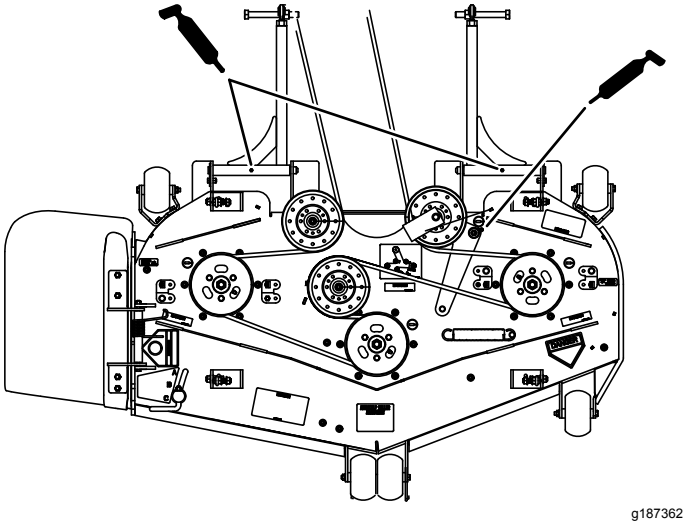
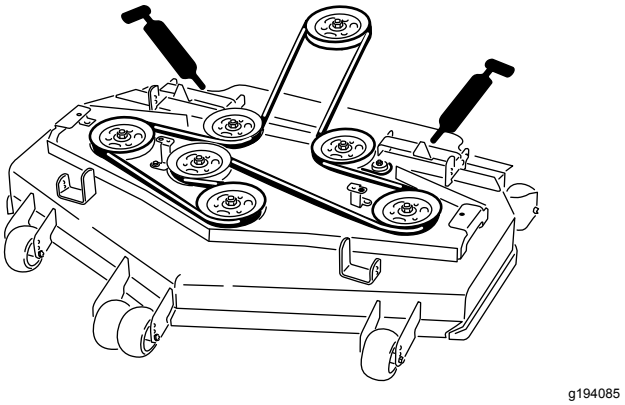

Figur 51
Figur 52
6. Smør lederullarmen på klippeenheten (Figur 51).
7. Smør niplene på trykkarmene (Figur 51 eller Figur 52).